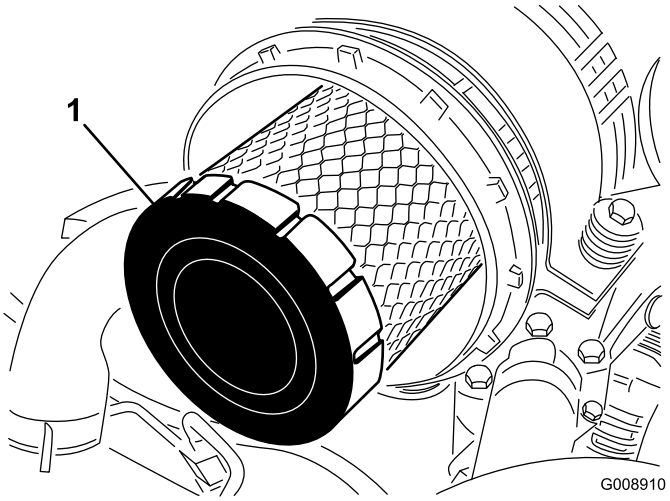

**Figur 44**
4. Ta bort och byt ut huvudfiltret (Figur 44).